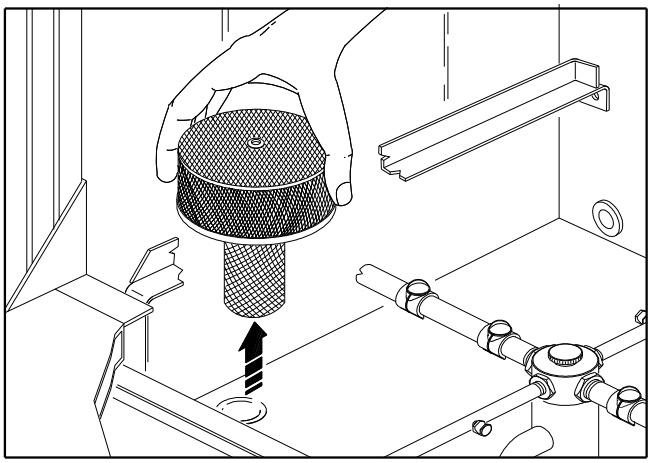

Рис. 17
5. Снимите и очистите фильтр циркуляционного насоса (рис. 17, стр. 24) и, при наличии, фильтры ванны.